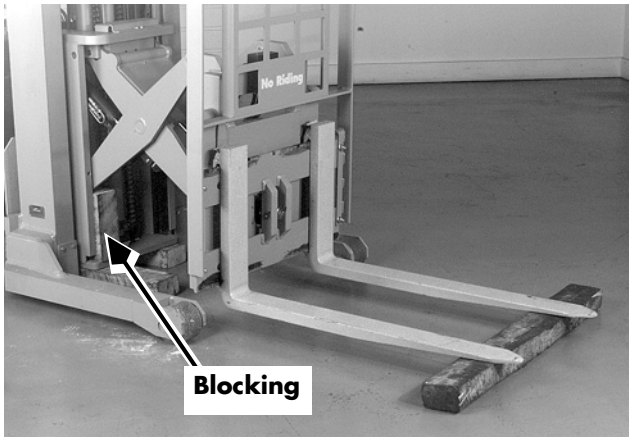

Figure 7-223: Blocking Carriage
1. Raise the fork carriage to a comfortable working height and block it there. See Figure 7-223.
4. Slowly retract the carriage until the bearings are sitting on the blocks. See Figure 7-223.